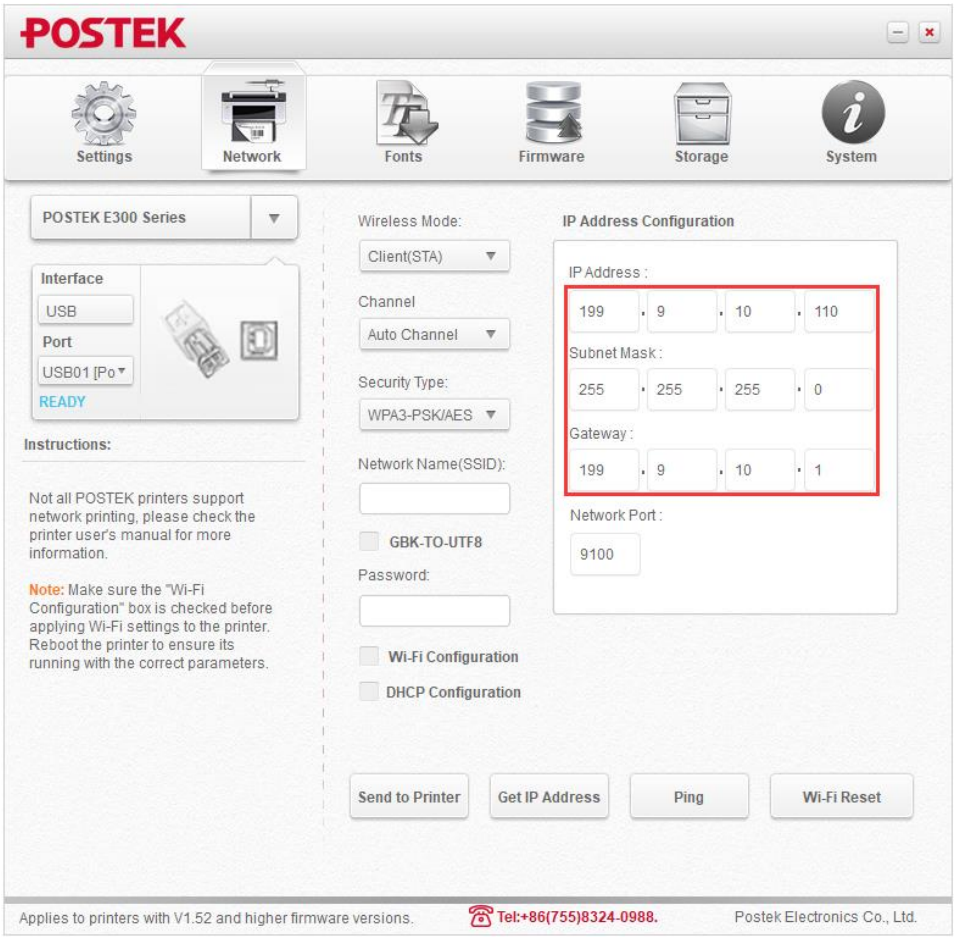

Figure 2-29 Configure the Network Parameters
5. Enter the "IP Address", "Subnet Mask", and "Gateway" (Note: the IP address here must be in the same network segment as the LAN, and the last figure of the IP address should be unique in the network group), as shown in Figure 2-29.